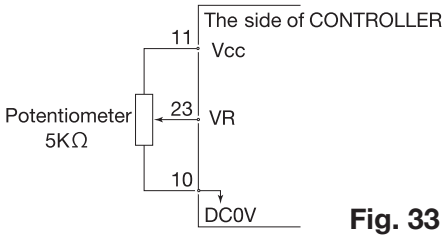
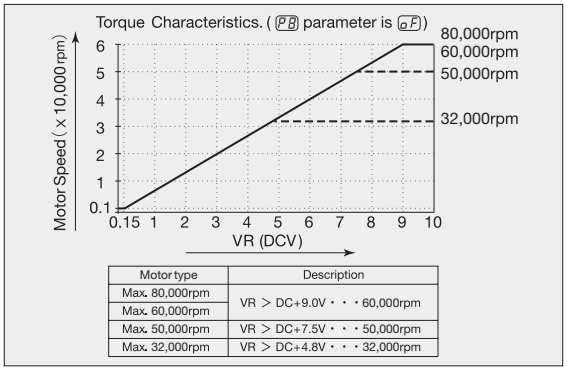

Fig. 33
Fig. 35
④ Motor Speed Control Signal
Rotation Speed can be selected by, applying analog voltage to the "Motor Speed Control Voltage (VR)" Refer to Fig. 33, 34 for connections. Refer to Fig. 35, 36 about relationship between Motor Speed and Control Signal.